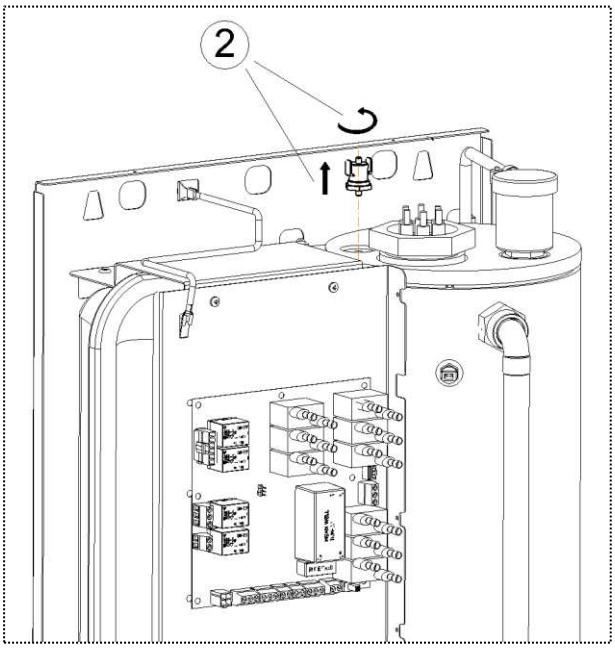

Рисунок 11. Замена аварийного термовыключателя
2) Выверните аварийный термовыключатель (см. рис. 11).